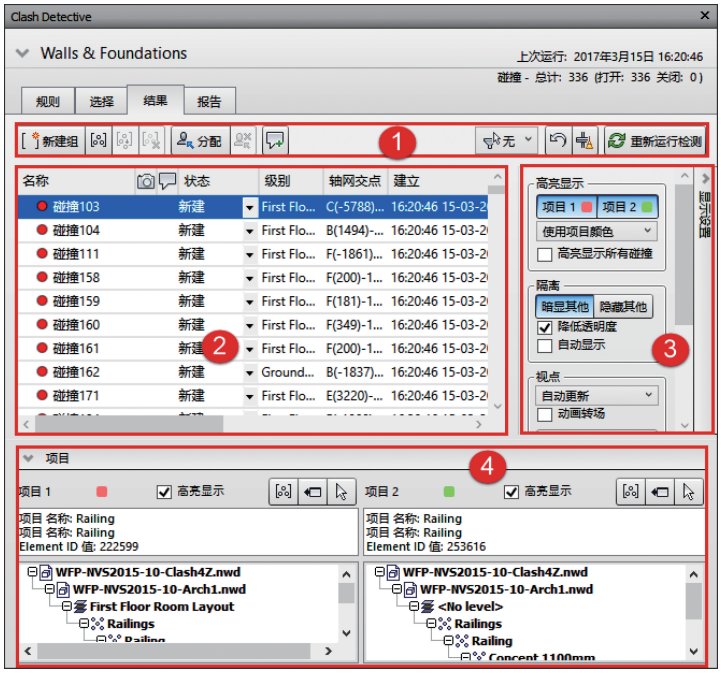

图　10-9
【结果】选项卡中包含一个有许多按钮的工具栏、一个【结果】窗格、一个【显示设置】可扩展面板，以及一个【项目】可扩展面板，如图 10-9 所示。
### 1. 工具栏（图 10-9 中的①号位置）
### 2. 【结果】窗格（图 10-9 中的②号位置）
### 3.【显示设置】可扩展面板（图 10-9 中的③号位置）
### 4.【项目】可扩展面板（图 10-9 中的④号位置）